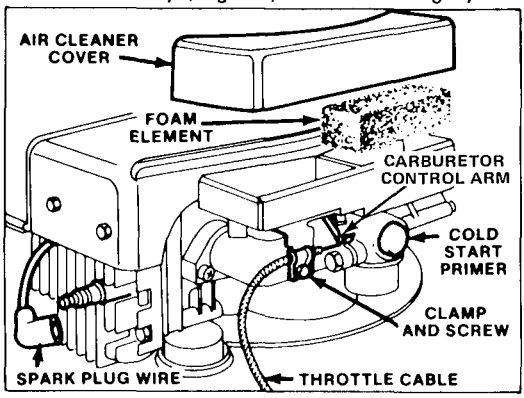

Figure 13
2. Push wire onto spark plug (Fig. 13).
3. COLD START – Before starting engine when temperature is below 50°F (10°C), push cold start primer 5 times (Fig. 13), pausing 2 seconds between each push.
1. Stop engine and pull wire off spark plug (Fig. 13).
2. Lift off air cleaner cover and clean cover thoroughly (Fig. 13).
3. If top of foam element is dirty, remove it from air cleaner body (Fig. 13). Clean thoroughly.
2. Clean around spark plug and remove plug from cylinder head (Fig. 13).
3. Loosen cable clamp screw until throttle cable slides (Fig. 13). Move carburetor control arm as far to the left as possible. Pull throttle cable slightly to remove any slack and tighten cable clamp screw to lock adjustment in place.